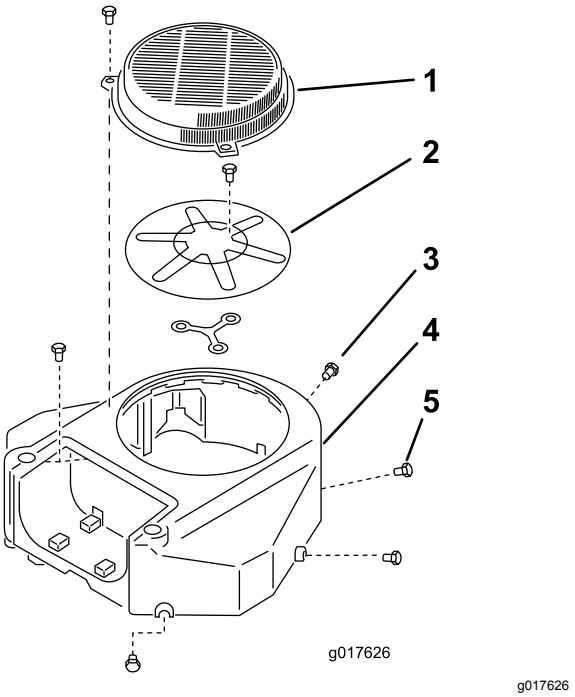

Figur 60
3. Ta bort luftintagsgallret och fläkthuset (Figur 60).
5. Montera luftintagsgallret och fläkthuset (Figur 60).